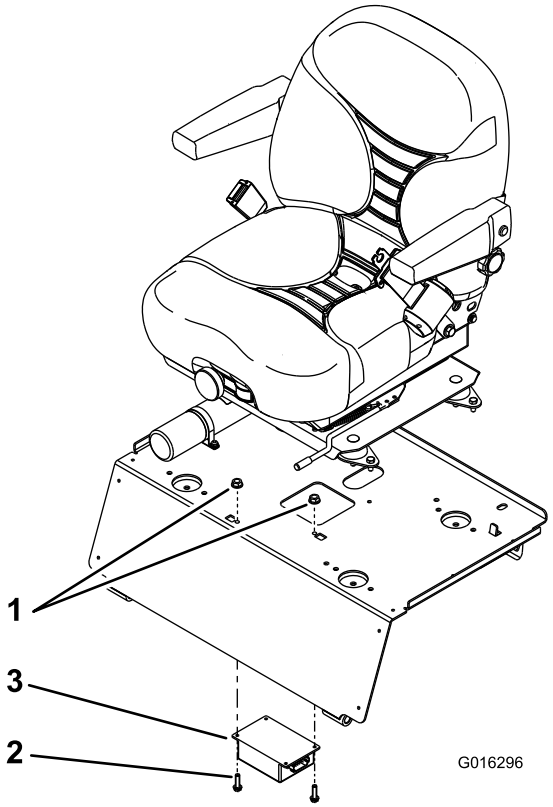

Figure 6
1. Position the dual rate flasher under the seat plate while aligning it with the mounting holes in the plate (Figure 6).
2. Secure the dual rate flasher to the seat plate with (2) #10 x 3/4 inch flange head screws and flange nuts (Figure 6).